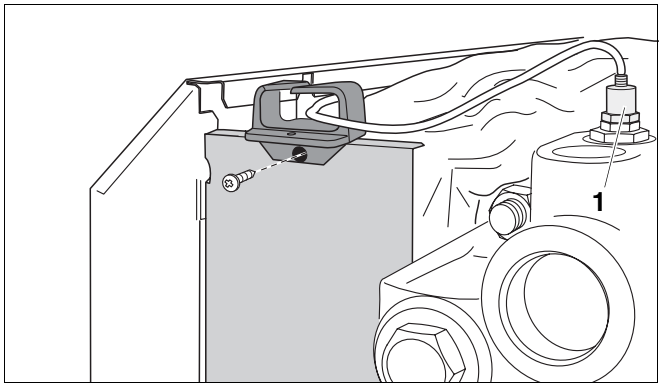

Fig. 48 Montage du passage de câbles
- Glisser la douille en caoutchouc sur la sonde et insérer le câble de la sonde chaudière (➔ fig. 48).